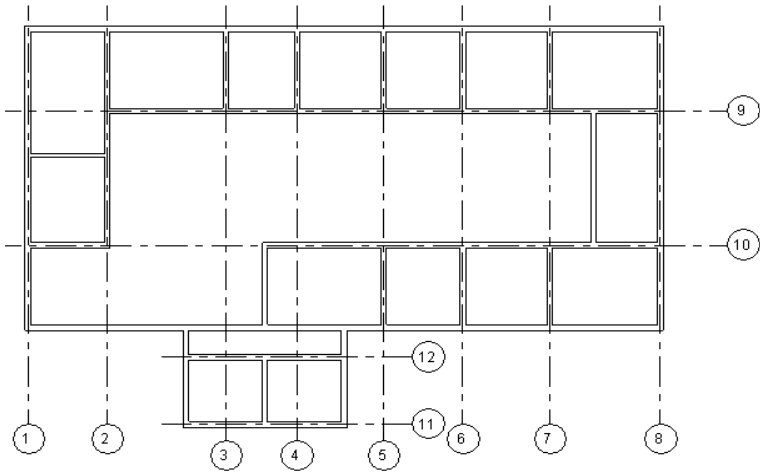

Figure 3-76 *The horizontal and vertical grid lines created for wall centerline*
6. Repeat steps 3, 4, and 5 to create other vertical and horizontal grid lines in the sequence of their numbers using the **Pick Line** tool. After adding grid lines, press ESC twice to exit. Figure 3-76 shows the floor plan after adding grid lines.